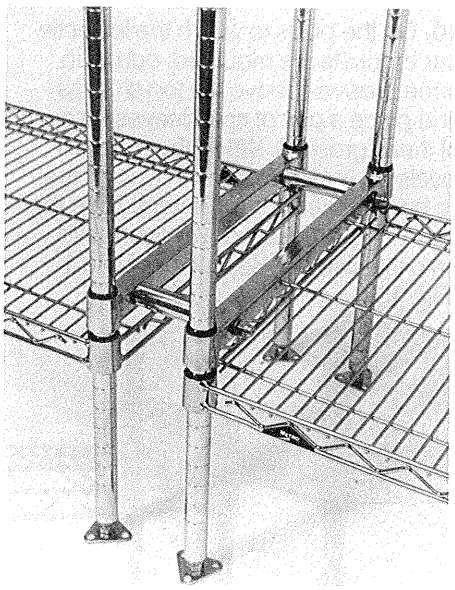

FIG. 11
11. Place a joining tube between the tie bar brackets, aligning the tube with the holes in the brackets. Insert a 3/8 x 6" hex head. bolt through the brackets and joining tube. Assemble a 3/8 lockwasher and 3/8 acorn nut. Finger tighten. Repeat top and bottom — four places. Then, tighten all hardware. If the assembly does not tighten securely, 3/8-flat washers are provided. They may be installed under the bolt head and/or the lockwasher (Fig. 11).